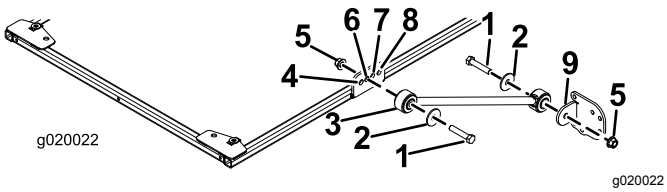

Figura 2
2. En cada lado del bastidor del toldo, monte provisionalmente un tirante en el segundo taladro del soporte del tirante con un perno (½" x 2½"), una arandela (½") y una tuerca con arandela prensada (½"), según se muestra en Figura 2.
3. Sujete provisionalmente un soporte de tirante a cada tirante con un perno (½" x 2½"), una arandela (½") y una tuerca con arandela prensada (½"), según se muestra en Figura 2.